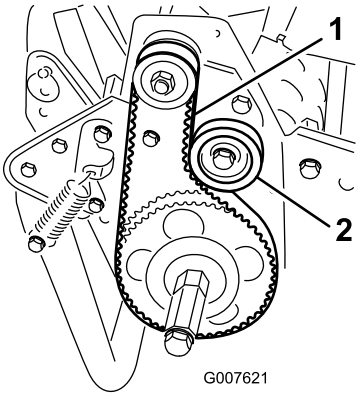

Figur 37
2. Kontrollera spänningen genom att trycka ned remmen mellan två skivor (Figur 37) med en kraft på 18 till 22 N. Remmen ska böjas ned 6 mm.
A. Lossa fästmuttern på mellanremskivan och sväng mellanremskivan medsols mot remmens baksida tills önskad remspänning erhålls (Figur 37).